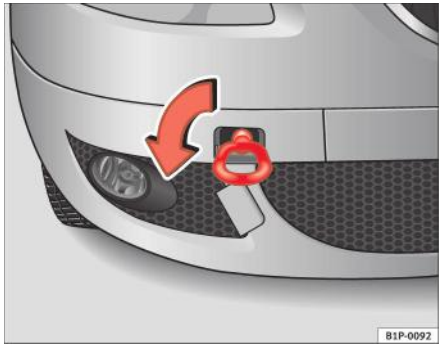
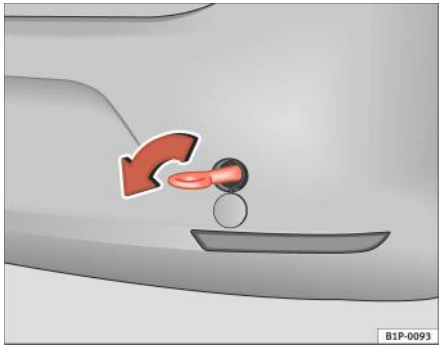

Fig. 181 Secțiunea frontală dreaptă a automobilului: Montarea inelului de remorcare față
Fig. 182 Montarea inelului de remorcare în secțiunea posterioară a automobilului
– Înşurubați inelul de remorcare în direcția săgeții, *spre stânga*, până în poziția-limită a orificiului filetat frontal ⇒ fig. 181 sau posterior ⇒ fig. 182. ■